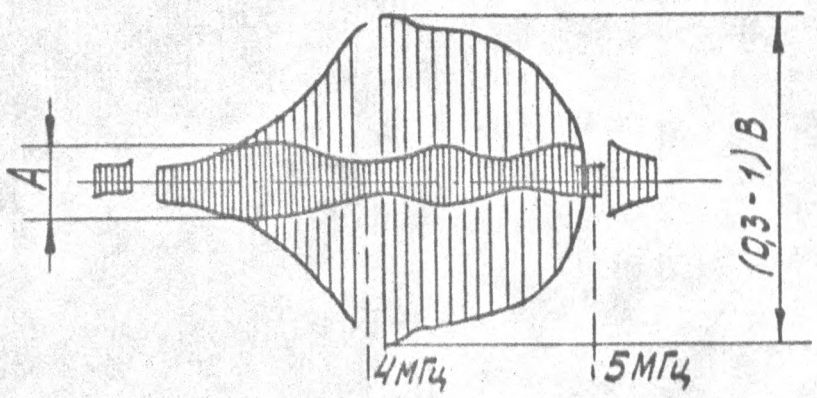

РИС.7.19
7.3.16.3. ПОДКЛЮЧИТЕ ОСЦИЛЛОГРАФ С9-1 К КОНТРОЛЬНОЙ ТОЧКЕ 2Х9 БВЗ А3 И С ПОМОЩЬЮ РЕЗИСТОРА А3-2R56 УСТАНОВИТЕ МИНИМАЛЬНЫЙ УРОВЕНЬ СИГНАЛА А, КАК ПОКАЗАНО НА РИС.7.19.